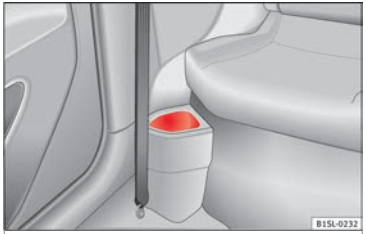

Fig. 125 In front of the rear seats: storage compartment
- In front of the rear seats ››› **Fig. 125**.